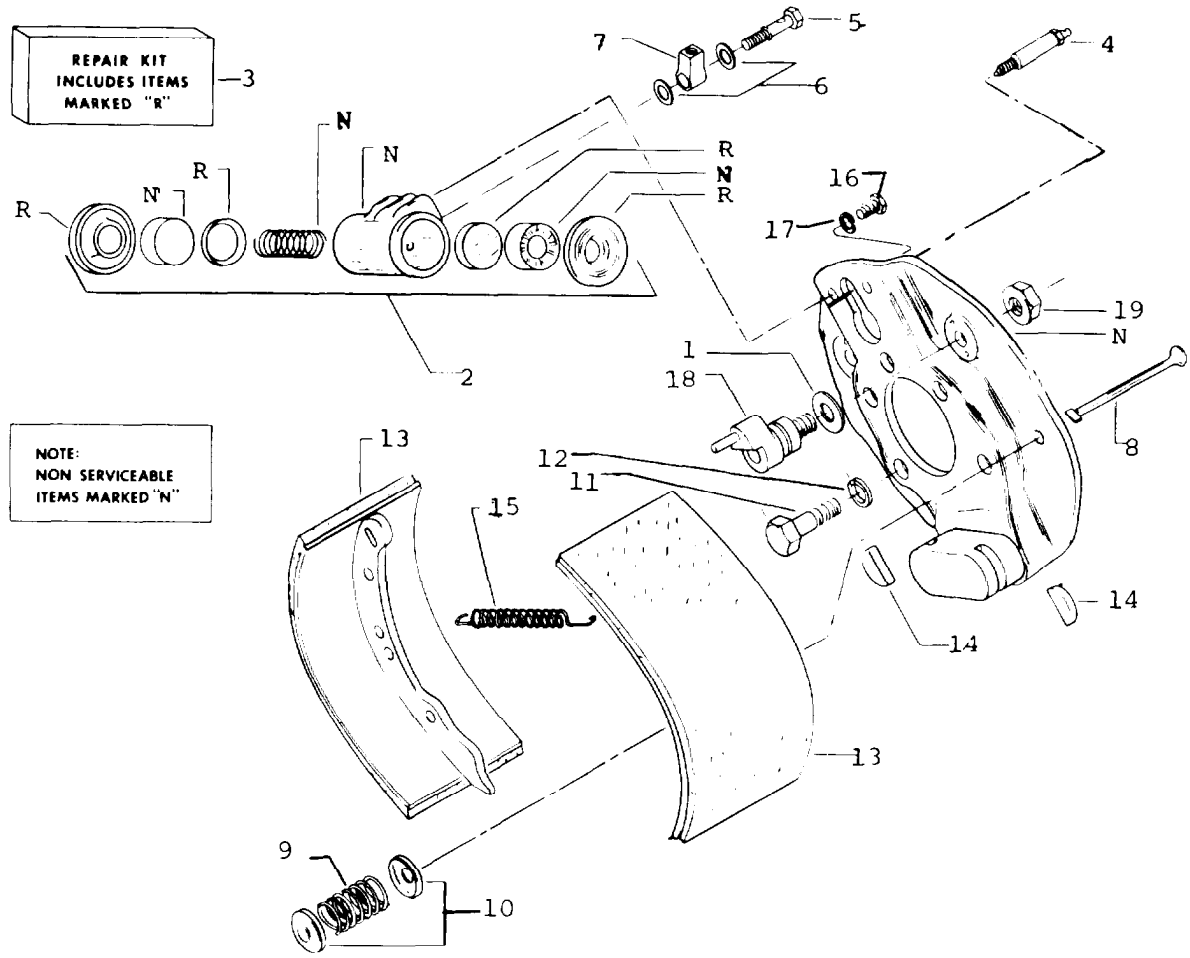

FIGURE 5-131 BRAKE ASSEMBLY
a. Brake removal is outlined under paragraph 5-86. Refer to figure 5-131 for parts identification and proceed as follows: